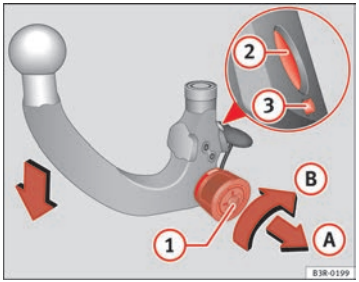

Fig. 166 Removable towing bracket: Setting the spring mechanism to the "ready" position
– Insert the key (1) ⇒ page 205, fig. 166 in the lock on the knob and turn it towards the red marking.
– Pull out the knob in direction (A), hold and turn in direction (B) until the locking pin (2) engages and the release pin (3) moves out visibly ⇒ ⚠.